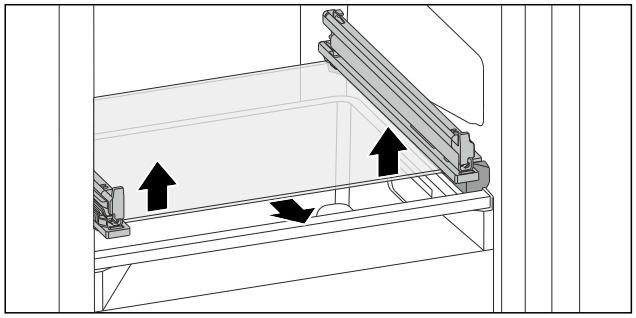

Fig. 133 Стеклянная пластина откидного выдвижного ящика
▶ Нажмите на стеклянную пластину снизу вверх с обеих сторон. (см. Fig. 133)